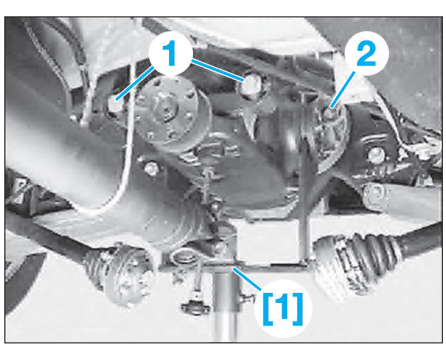

Fig. 16
• Soutenir le pont arrière avec un cric d'atelier et l'outil [1] (**Fig.16**).
- les vis (1),
- l'écrou (2) et extraire la vis vers l'arrière.
• Monter le pont arrière avec le cric d'atelier et l'outil [1] (**Fig.16**).
• Reposer les vis (1) (sans les serrer).
• Insérer la vis par l'arrière et remplacer l'écrou (2) (ne pas le serrer).
- l'écrou (2).